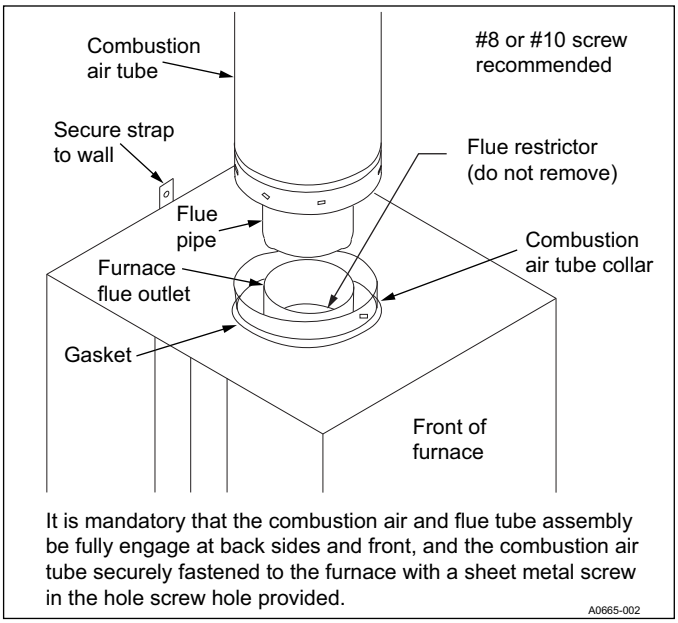

**Figure 25:** Connecting roof jack to furnace
2. Pull the roof jack's telescoping section down onto furnace. Fully engage the roof jack onto vent connector and air-intake connector and compress gasket. See **Figure 25**. Refer to *Interior roof jack extension* installation instructions, if applicable.
2. Pull the telescoping flue tube and combustion air tube assembly down from the roof jack. Slide the flue tube/combustion air tube assembly down firmly over the furnace flue outlet and combustion air collar. Insure that the back, side and front of combustion air tube collar is fully engaged and is in contact with gasket. Fasten the combustion air tube to the furnace combustion air collar using a 1/2 in. sheet metal screw. A screw hole is provided in combustion air tube and furnace combustion air collar. See *Figure 25*.